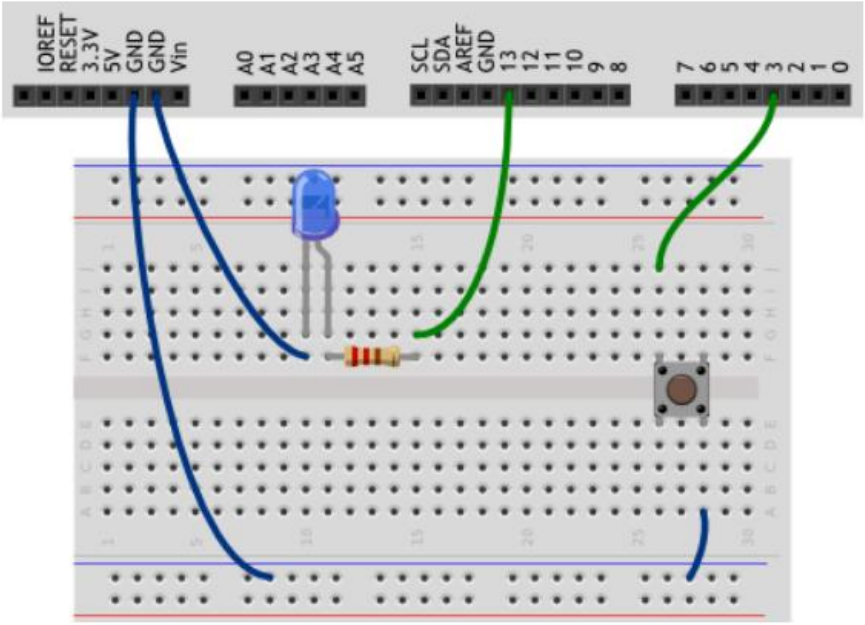

Рисунок 3. Схема подключения
1) Перед вами схема включения кнопки и светодиода. Выполните подключение согласно схеме(см.рис.3):